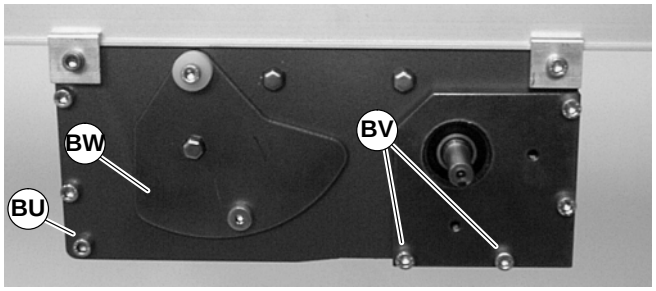
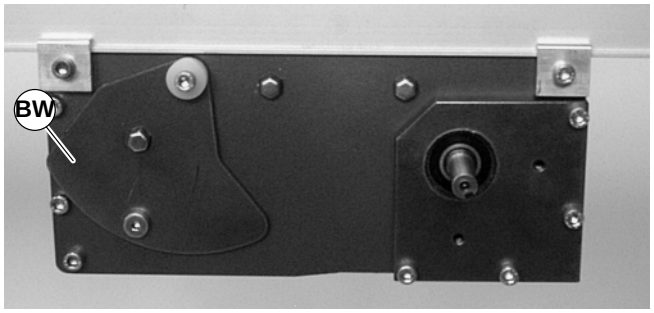

Abbildung 32
Abbildung 33
12. Die Eckschraube (BU siehe Abbildung 32) an jeder Seite des Antriebsmoduls mit 9 Nm festziehen.
13. Die Spannbodenschrauben (BV siehe Abbildung 32) auf jeder Seite des Moduls wieder installieren. Die Schrauben mit 9 Nm festziehen.
HINWEIS: Bei einem neuen Gurt befindet sich die Spannplatte in der in Abbildung 32 angegebenen Position (BW). Wenn die Spannplatte bis zu der in Abbildung 33 (BW) muß der Fördergurt ersetzt werden.